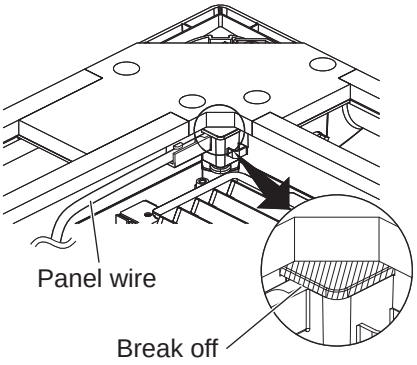

Fig. 3-32
As the receiver can only be installed in the corner where the panel wire comes out, as shown in Fig. 3-32, consideration should be given to orientation when fitting the panel to the indoor unit.
1. Twist off the circled area shown in Fig. 3-32 with pliers or similar.